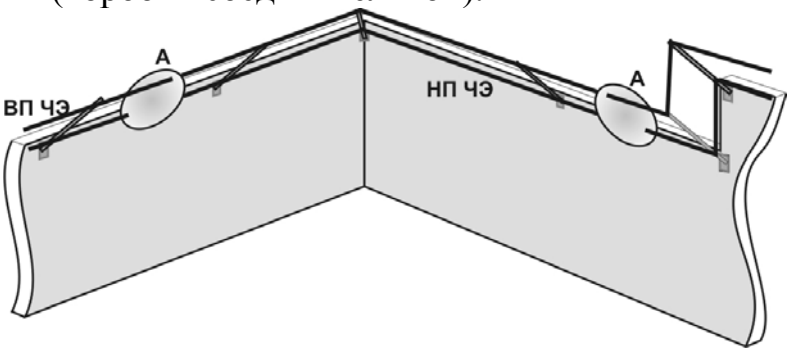
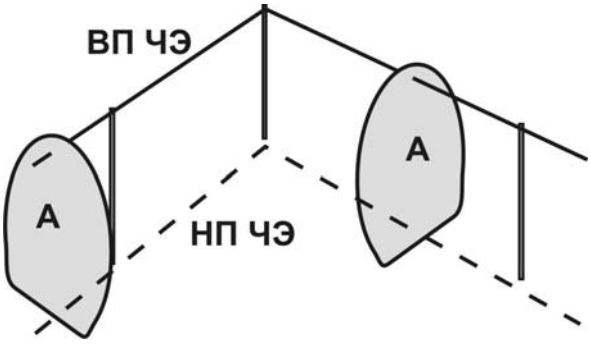

Рис. 1.1
Рис. 1.2
1.7 Объемная ЗО (сечение А, рис. 1.1, рис.1.2) образуется вокруг проводов ЧЭ и повторяет все их повороты и перепады по высоте.